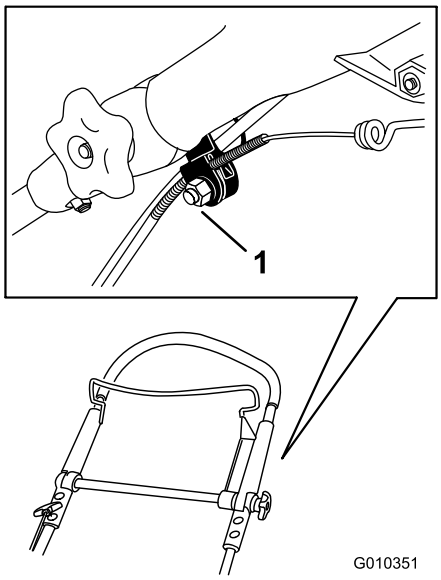

Bild 32
1. Lockern Sie die Mutter an der Kabelhalterung (Bild 32).